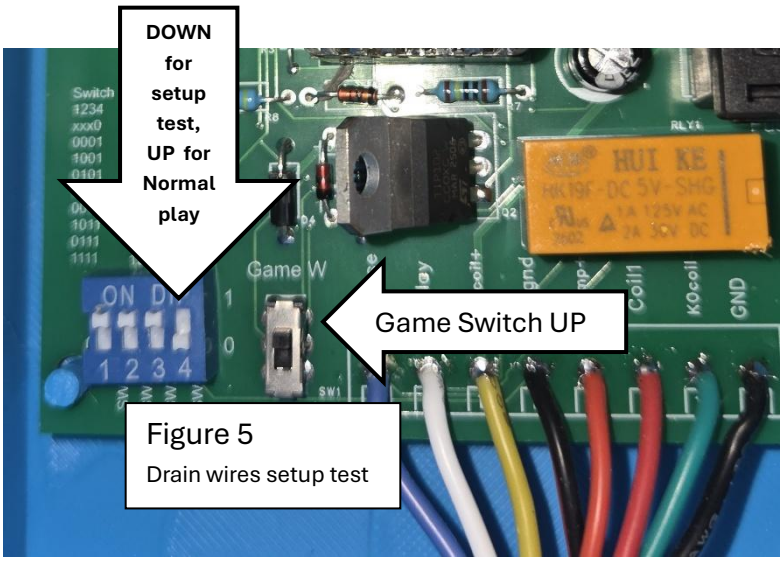

Figure 5
2.1 On the BallSaver board, turn the game switch to the "Game W" (up) position. See figure 5.
2.8 Return dip switch 4 on the BallSaver up to the "ON" position ("1"). (See Figure 5). Proper game operation of the BallSaver requires that dipswitch 4 be in the "ON" position.
2.1 Position the on-board slide switch inside the BallSaver device to "Game-W " for normally high switch strobe games. Many Williams and Gottlieb games have normally high strobes. A normally high strobe means that the pinball computer sends a constant high voltage to the switch but occasionally checks to see if the switch is closed by changing to zero voltage. Position the BallSaver slide switch to "Game-B" for normally low strobes option found in Bally games. See the Figure 5 for the game switch location and Figure 13 (at end of document) for different game options or for more information. If you select the incorrect switch side, the Ball saver will not operate correctly.